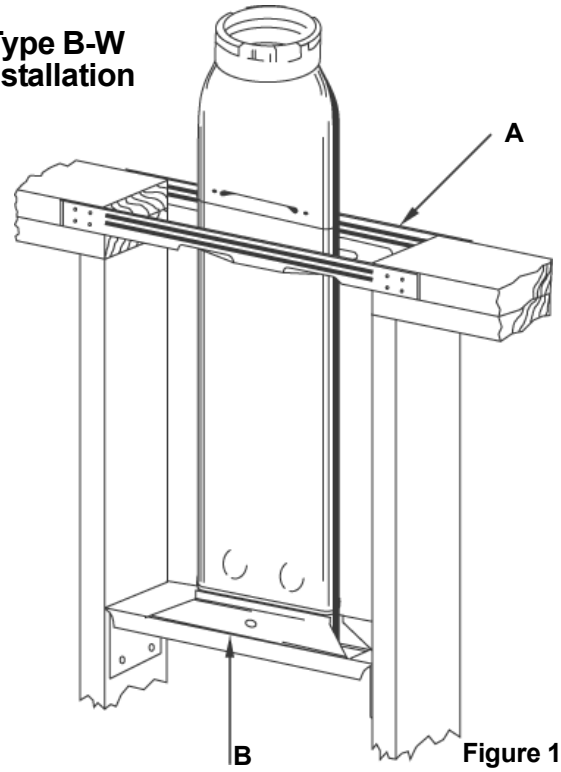

Figure 18
5. The installation must contain an Oval Hold-Down Plate (4OHD) at the base, Oval Plate Spacers (4OPS) at the first ceiling level, and Firestop Spacers (4OPS) at any additional floor levels. See **Figures 18** and **19**.
2. Nail one Plate Spacer (40PS), (A), across cut-out area in ceiling plate. See **Figure 18**. Plate Spacer (4OPS) is required at the first ceiling level above a wall furnace to center and space vent properly and to provide the required opening between floors.
3. Snap Hold-Down Plate (4OHD), (B), onto bottom end of pipe as shown in **Figure 18**. Install Vent Section in position. Use two No. 8 binder head sheet metal screws to attach Hold-Down Plate firmly to Furnace header plate through pre-punched holes.
4. Nail second Plate Spacer across cutout ceiling plate as shown in **Figure 18**. Firestop Spacers (OFS) must be used at subsequent levels.